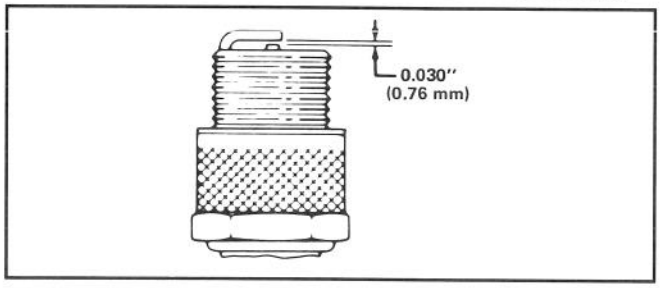

**Abbildung 17**
**3.** Den Luftspalt auf 0,76 mm einstellen (Abb. 17). Die auf den korrekten Abstand eingestellte Zündkerze mit einer Dichtungsscheibe versehen und auf 20 Nm anziehen.